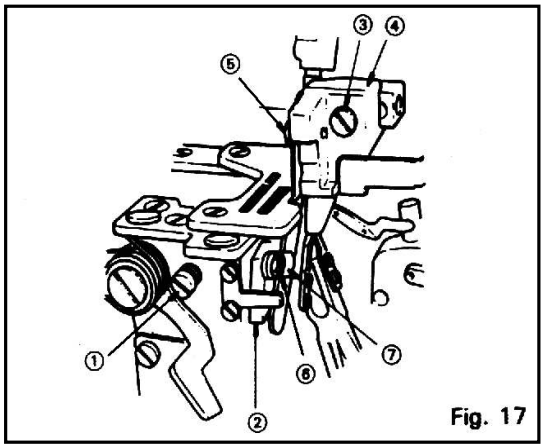

Fig. 17
- Ослабить винт **1** (см. рис. **Fig. 17**), и сместить держатель **2** неподвижного ножа до упора влево, затем винт **1** предварительно затянуть.